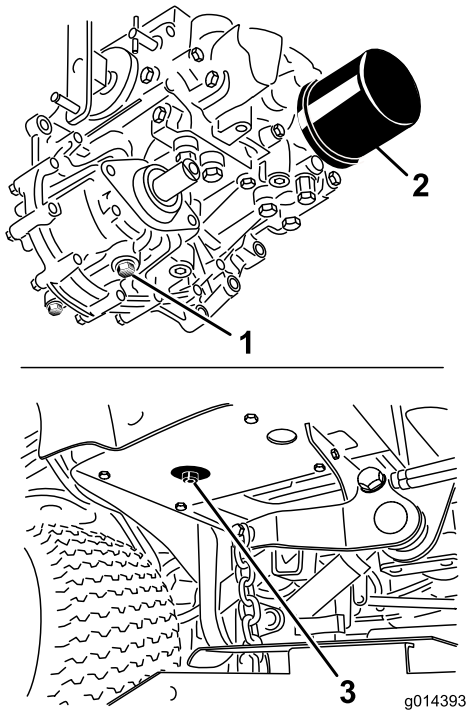

**Figur 63**
3. Placer en stor bakke under hydraulikbeholderen og gearkassen, og skru propperne af, så al hydraulikvæsken kan løbe af (Figur 63).
4. Rengør området omkring hydraulikoliefilteret, og afmonter det (Figur 63).